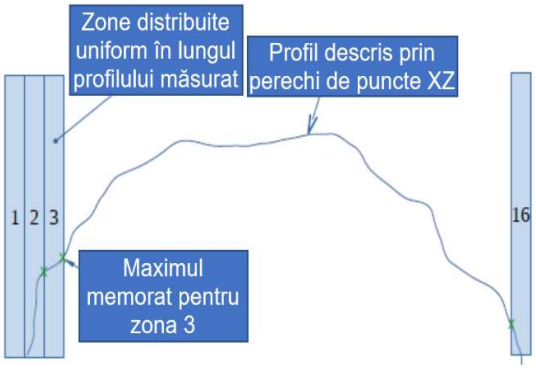

Fig.2. Achizitia datelor sub forma unui set de 16 zone distribuite uniform în lungul profilului măsurat
2. Un set de 16 valori care reprezintă valorile maxime, minime sau medii pentru 16 zone distribuite uniform în lungul profilului măsurat (fig.2).